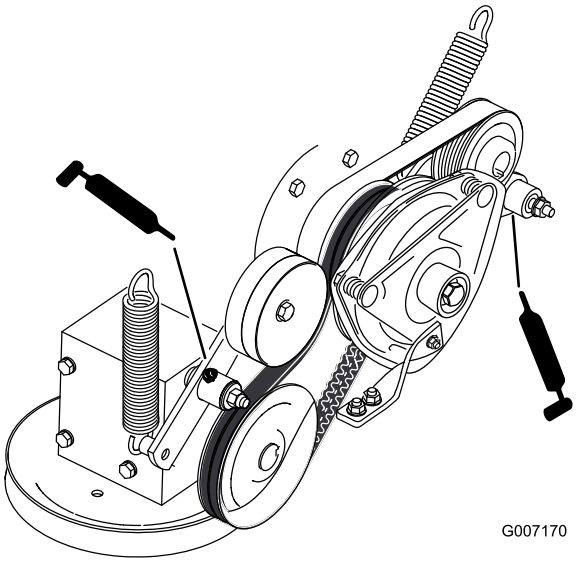

**Figur 41**
9. Smörj mellandrevsarmen på kraftuttagsdrivremmen (Figur 41).
10. Smörj pumpremmens mellandrevsarm (Figur 41).